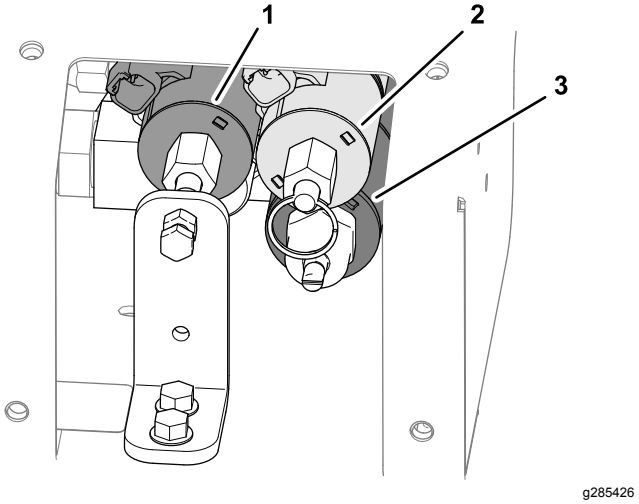

**Figur 28**
3. Lokalisera de tre reglerventilerna (Figur 28).